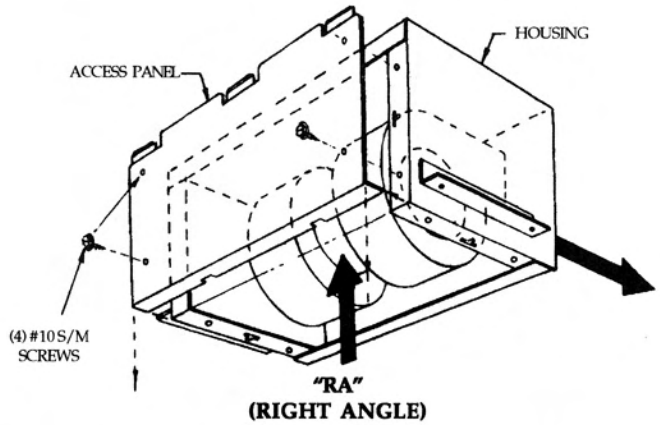

FIG.1
NOTE: As a standard, Super Q RA/TD's are furnished with a Right Angle (RA) discharge as shown in Fig. 1.
1) DISASSEMBLE THE ACCESS PANEL FROM THE HOUSING; FIRST REMOVE THE FOUR #10 SHEET METAL SCREWS, THEN REMOVE THE PANEL AS SHOWN IN FIG. 1.